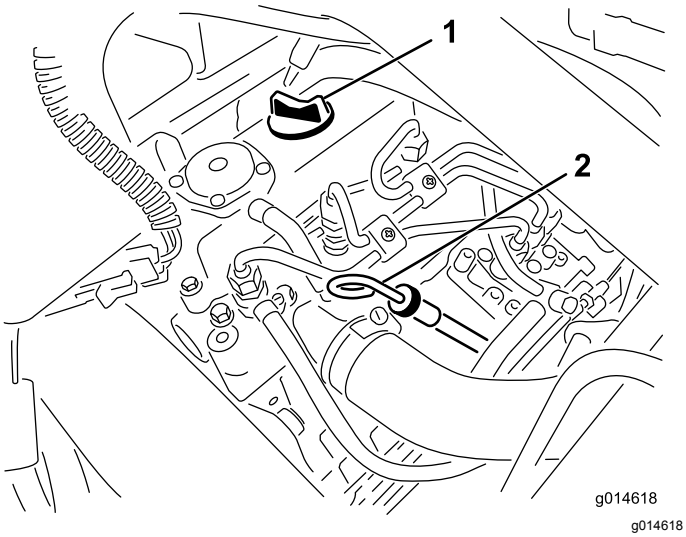

Figur 28
2. Ta ut peilestaven og tørk den med en ren fille (Figur 28).